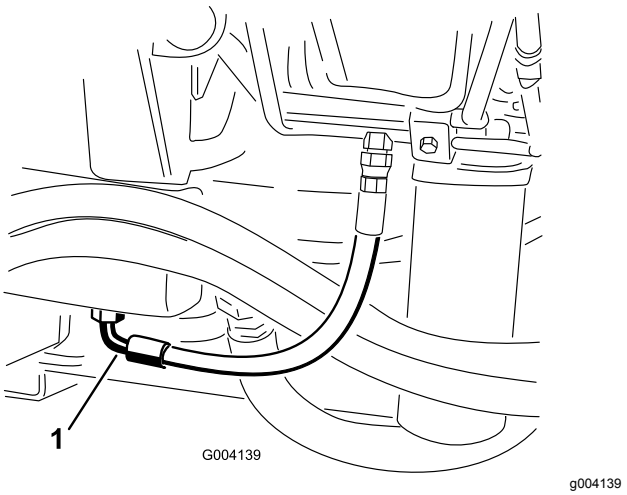

**Figur 90**
2. Ställ ett stort avtappningskärl under fästet som sitter på hydraultankens undersida (Figur 90).